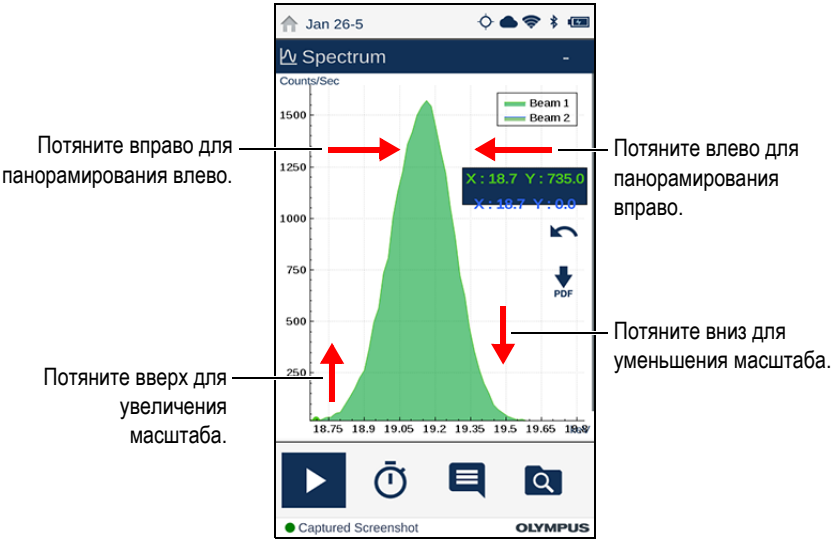

Рис. 3-4 Масштабирование и панорамирование спектра
- Потяните спектр снизу вверх для увеличения масштаба или потяните его сверху вниз для уменьшения масштаба. При исчезновении спектра из области просмотра, выполните панорамирование вправо, чтобы вернуть спектр обратно (см. следующий этап). Поскольку интересуемый пик спектра становится больше, можно использовать этот пик в качестве опорной точки масштабирования и панорамирования (см. Рис. 3-4 на стр. 107).
При панорамировании спектра, шкала «отсчеты в секунду» слева меняется в зависимости от высоты спектра (см. Рис. 3-4 на стр. 107).